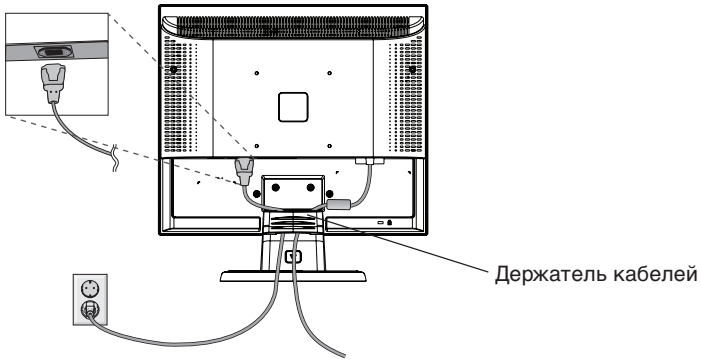

Рисунок B.1
3. Подключите кабель питания к электрической розетке. Поместите кабель видеосигнала и кабель питания в держатель (**Рисунок B.1**).